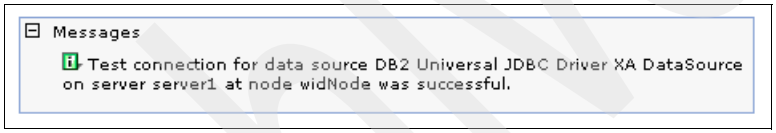

Figure B-45 A successful result of Test Connection
6. Click **DB2 Universal JDBC Driver Provider (XA)** and then click **Data sources**.
9. Test the connection by placing a check mark next to **DB2 Universal JDBC Driver XA DataSource** and clicking **Test Connection**. If the connection is successful, you see a message similar to the one in Figure B-45.